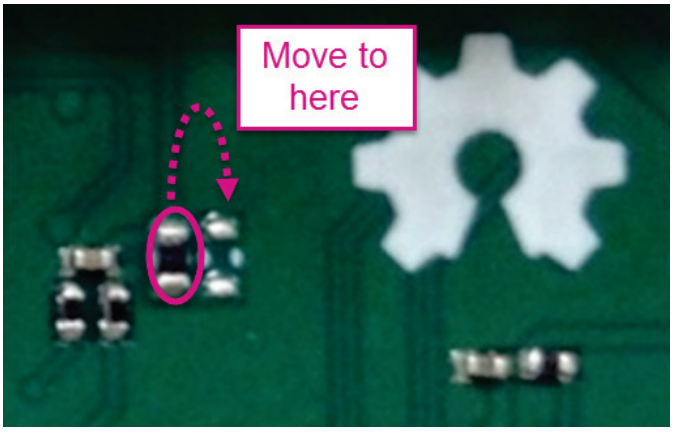

Figure 8 Moving a resistor to access JTAG mode
2) Next, you will move a resistor by unsoldering and soldering it to a lower position as shown in Figure 8, after you're finished moving the resistor, restart the device and you should be able to access JTAG mode.